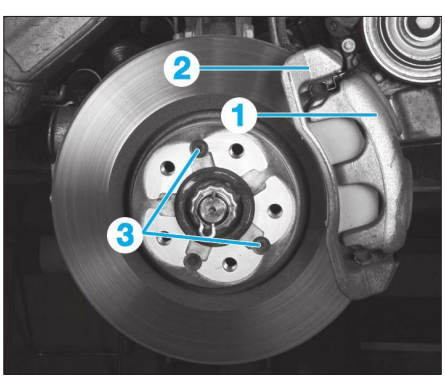

**Fig. 5**
• Sans débrancher le flexible, déposer l'étrier (1) de frein et le suspendre dans le passage de roue (**Fig.5**).
• Déposer le support d'étrier (2).
• Déposer les vis (3) puis déposer le disque.